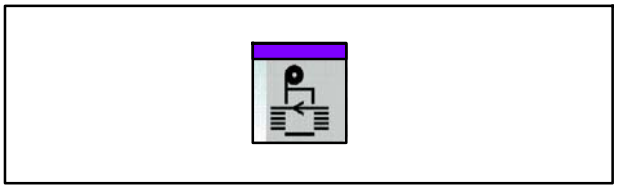

Fig. 214 Touche Mode couplé
5. Rendre FoilStar opérationnel en appuyant sur la touche Mode couplé (Fig. 214) du terminal de commande